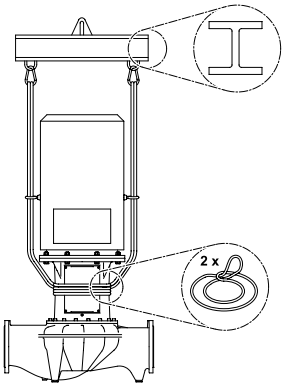

Рис. 32: Установка грузовых петель (исполнение IL)
- **Для подъема краном насосный агрегат следует обхватить подходящим ремнем, как показано на рисунке (Рис. 32/33). Уложить насосный агрегат в петли, которые затянутся под действием собственного веса насосного агрегата.**